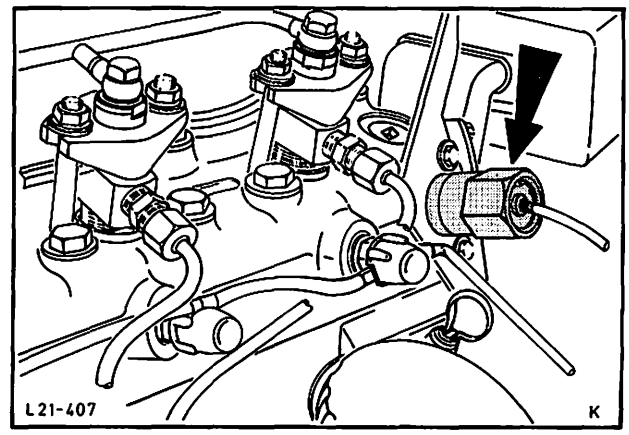

Abb. 116 Seilzug – Leerlaufüberhöhung am Zylinderkopf
21. Seilzug – Leerlaufüberhöhung an Zylinderkopf montieren, Abb. 116, und Stromkabel von Glühkerzen und Geber – Fernthermometer anklemmen.